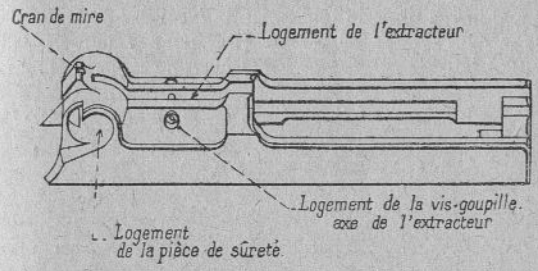

Fig. 6. — Bloc de culasse (extérieur).
35. Bloc de culasse. — Extérieur (fig. 6) : le *cran de mire;*